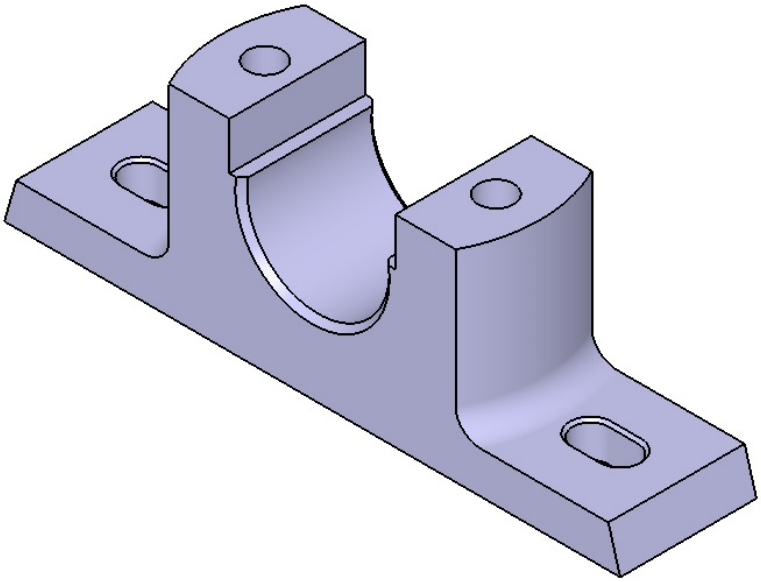
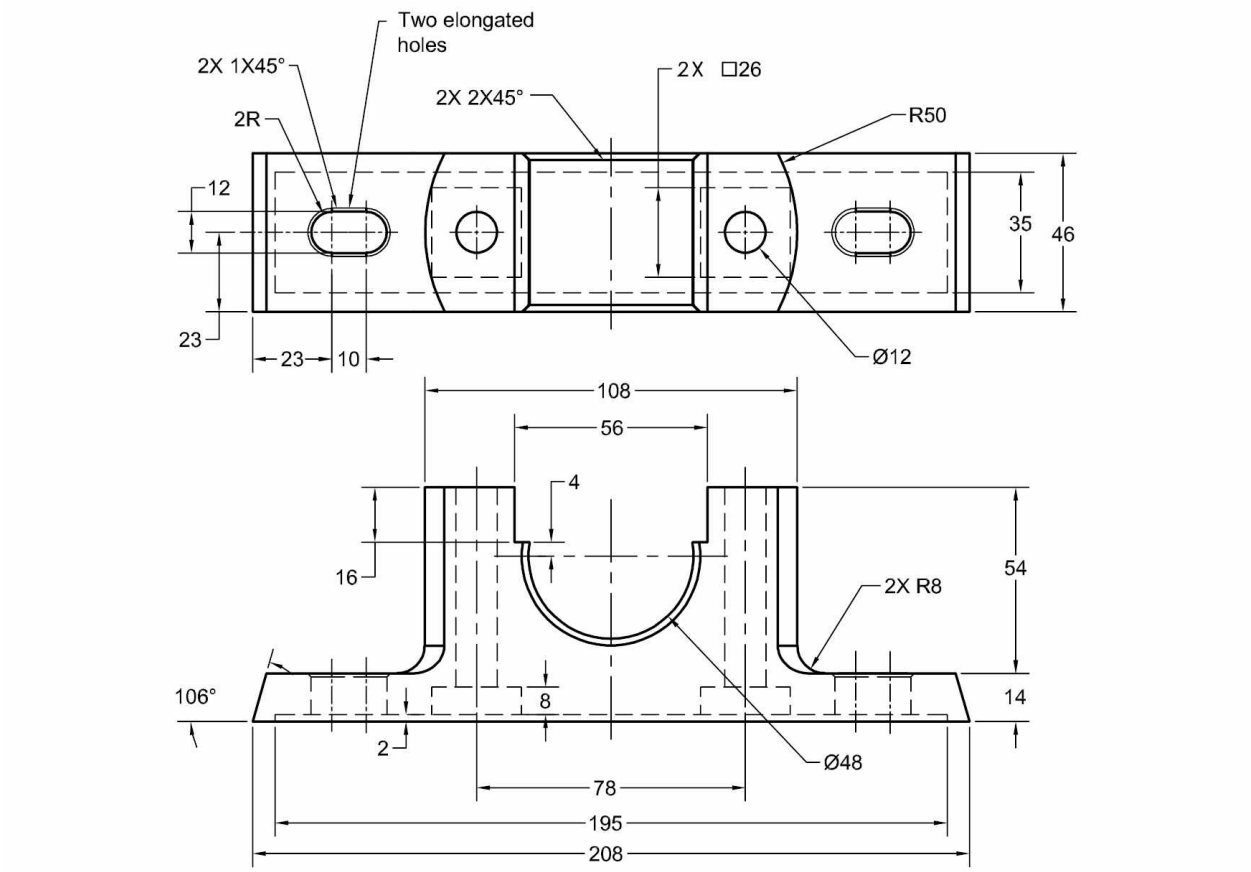

Figure 14-28 *Model for Tutorial 1*
Figure 14-29 *Views and dimensions for Tutorial 1*
In this tutorial, you will create the model shown in Figure 14-28. After creating it, you need to generate the front, top, and isometric views in the **Drafting** workbench. You also need to generate the dimensions in the drawing views. The views and dimensions of the model are shown in Figure 14-29. **(Expected time: 45 min)**
2. Create the model shown in Figure 14-28. Refer to Figure 14-29 for dimensions.